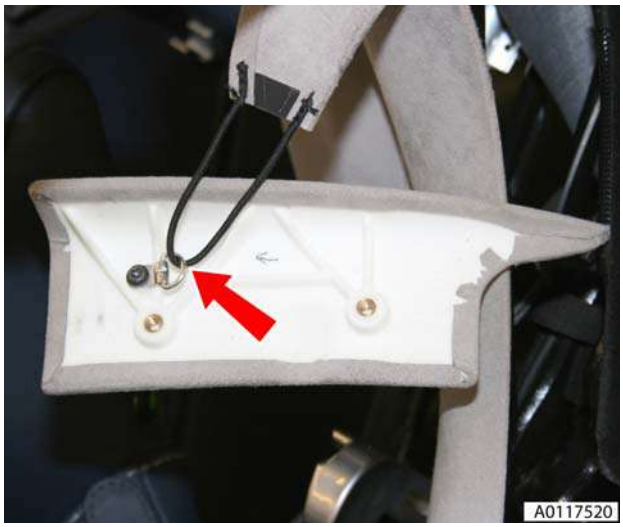

Figure 2
3. Remove bolt securing tension string to trim and remove trim (see Figure 2).